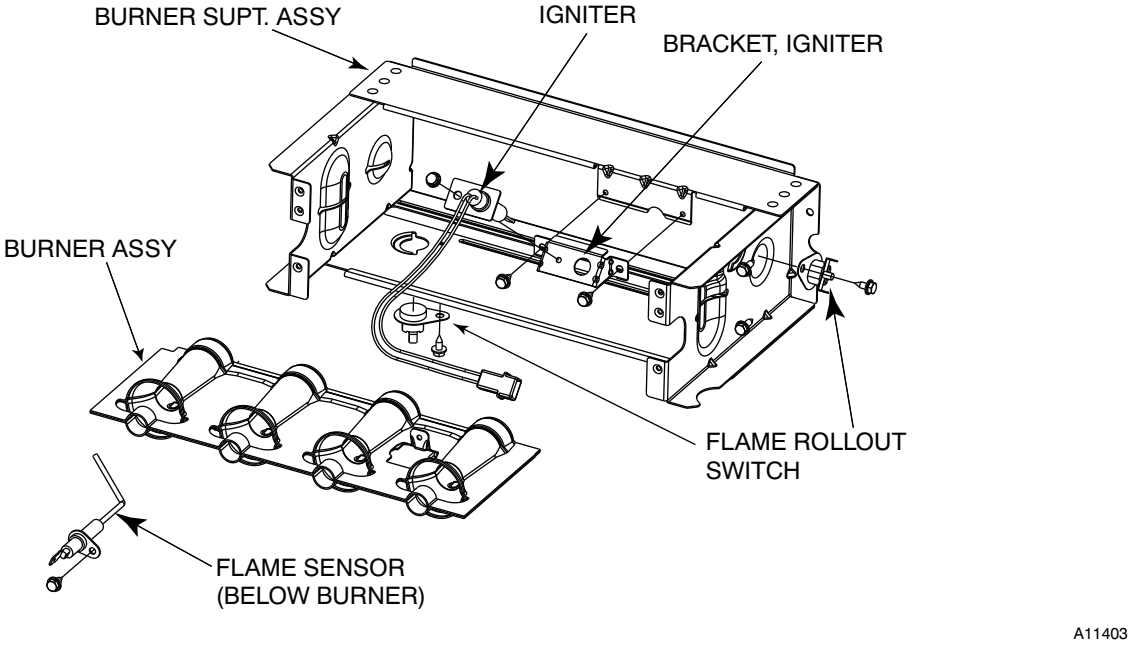

Fig. 70 – Burner Assembly
6. Remove screws attaching burner assembly to cell panel. See Fig. 70.